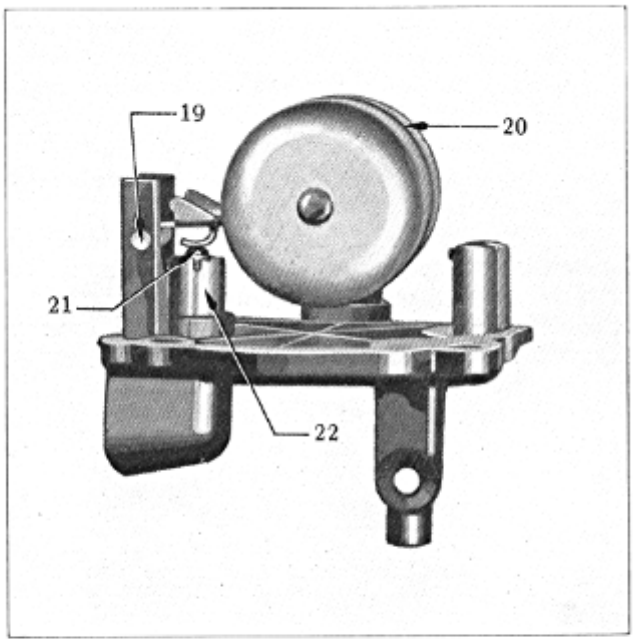
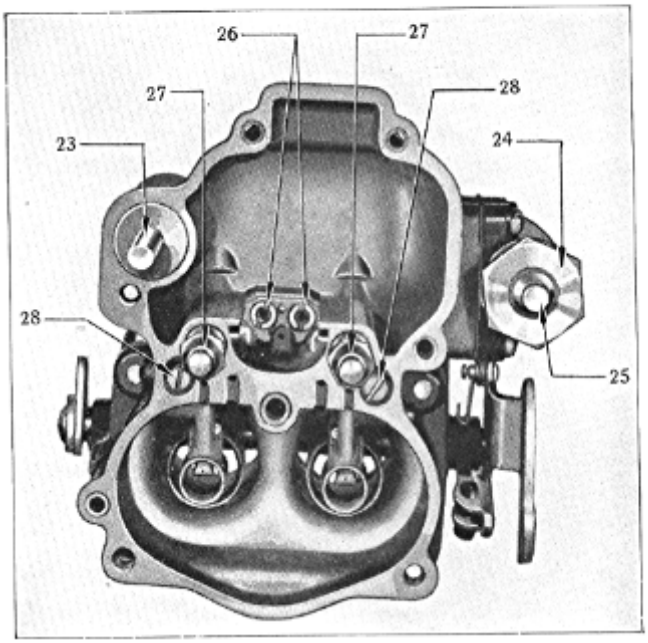

Figure 10
Figure 11
(10) Remove float lever pin (19) and float and lever assembly (20). (Figure 10.)
(11) Remove needle (21) and needle seat assembly (22). (Figure 10.)
(12) Remove plunger and rod assembly (23) and pump spring (under plunger). Remove plunger shaft hex nut (24) to disassemble plunger (25). (Figure 11.)
(13) Remove both metering rod jets (26) and gasket assemblies. (Figure 11.)
(14) Remove both anti-percolator valve plug assemblies (27) using 13/32 inch wrench. (Figure 11.)
(15) Remove both pump jet passage plugs (28) (Figures 11 and 15).
(29) Before reassembling carburetor, clean all parts with clean gasoline, using a small brush and a clean pan. Do not immerse cork parts in gasoline. Then blow through all passages in casting with compressed air. Blow off each part before installing it in carburetor. Use all new gaskets. Check all parts to carburetor specifications. Replace all worn parts with new. If any carbon is in the bores of the carburetor, remove it before installing parts. Install all parts tight.
(30) Clean and paint casting as instructed on label on can of Carter Special Body Finish.
(31) Reassemble dash pot piston (25) (Figure 11) in cylinder using loading sleeve (included in tune-up kit J-819-B) to avoid damage to plunger leather.
(32) Install dash pot plunger hex nut (24) and gasket (Figure 11).
(44) Install both metering rod jets (26) and gasket assemblies (Figure 11). If metering rod shows wear, replace metering rod jets and metering rods. Always replace both metering rods and jets; never use new rod with old jet or vice versa.
(45) Install pump spring and then plunger and rod assembly (23) using loading sleeve (included in Tune-up Kit). If leather is cracked or worn, replace. Be sure plunger nut is tight, so pump leather does not leak on plunger assembly. Put a little castor oil around leather to keep it from becoming dry and leather will seal in pump cylinder.
(46) Install both pump jets (38). Be sure holes in jets are open. If jets are clogged or damaged, replace, then install pump jet passage plugs (28) (Figure 11).
(47) Install both anti-percolator valve plug assemblies (27) (Figures 11 and 13), using 13/32" wrench. If they show wear or damage, replace.
(48) Examine bowl cover. If it shows wear or is bent or warped, replace.
(49) Install needle seat assembly (22) in bowl cover and intake needle (21) into needle seat (Figure 10). If intake needle or seat shows wear or damage, replace both parts as needle and seat come in matched sets. Install float and lever assembly (20) and float pin (19).